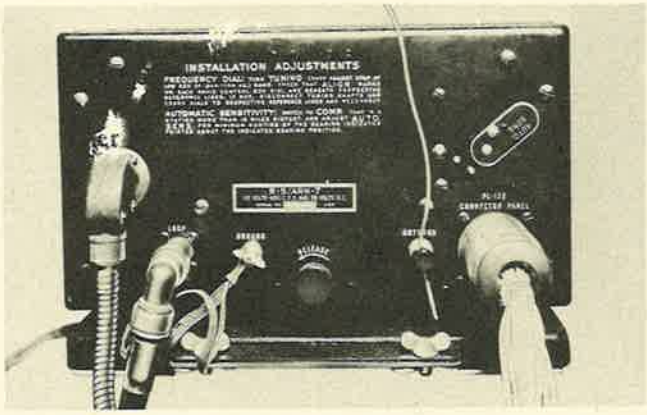

Figure 487A—Radio Compass Unit *R-5/ARN-7
1. RADIO COMPASS UNIT *R-5/ARN-7. *(See figure 487a.)*—The frequency range of the equipment is 100 to 1750 kilocycles covered in four bands. The 15 tube radio compass receiver unit is shock-mounted in a box on the aft floor of the navigator's compartment. On the face of the receiver are the following: a "RELEASE" switch which releases the unit from the mounting; an access hole, through which the "AUTO. SENS." adjustment controls may be reached; a socket for the power plug; a socket for the loop antenna plug; the non-directional antenna binding post; the "GROUND" binding post; and the tuning drive connection.